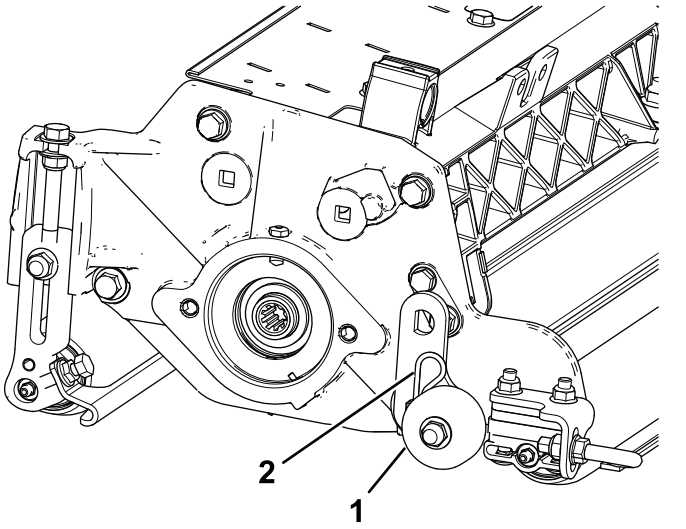

図 4
2. コッターピンを使って、移動用ローラブラケットを各サイドプレートのピンに固定する図 4。